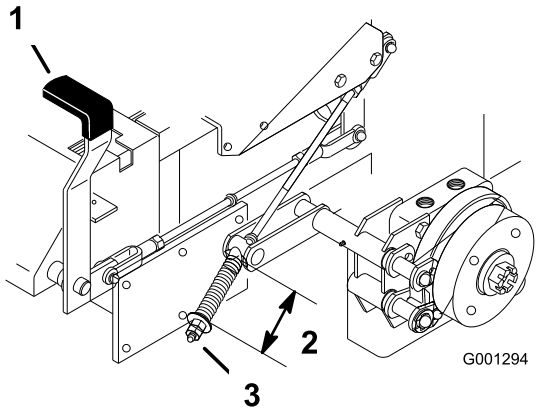

Rysunek 66
2. Dokonaj pomiaru długości sprężyny. Wynik pomiaru między podkładkami powinien wynosić 64 mm (Rysunek 66).
3. Jeśli konieczna jest regulacja, zwolnij hamulec postojowy, odkręć przeciwnakrętkę pod sprężyną i wyreguluj nakrętkę bezpośrednio pod sprężyną (Rysunek 66). Obracaj nakrętkę do chwili uzyskania poprawnego wyniku pomiaru. Obróć nakrętkę w prawo, aby skrócić sprężynę, lub w lewo, aby ją wydłużyć.